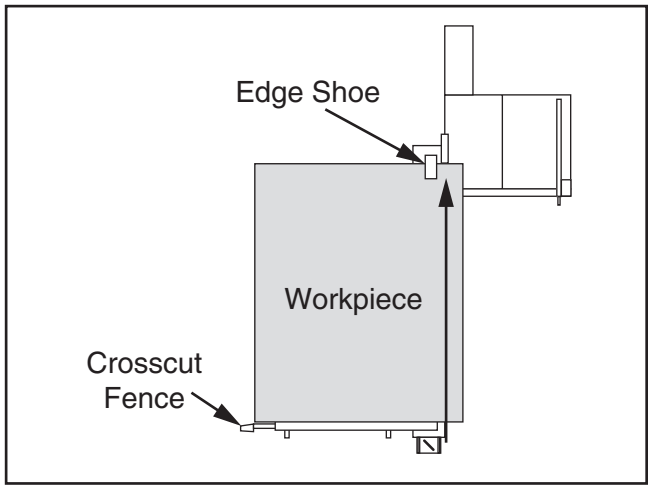

Figure 106. Rip cut with sliding table and crosscut fence.
The Model G0764Z has the capability of rip cutting large panels (see **Figure 106**). The sliding table removes the burden of sliding a large and heavy panel over a stationary table surface.
The edge shoe (see **Figure 106**) is used to stabilize the front end of a workpiece when otherwise unsecured.
6. Load workpiece onto table saw. The setup should look similar to **Figure 106** on **Page 56**.